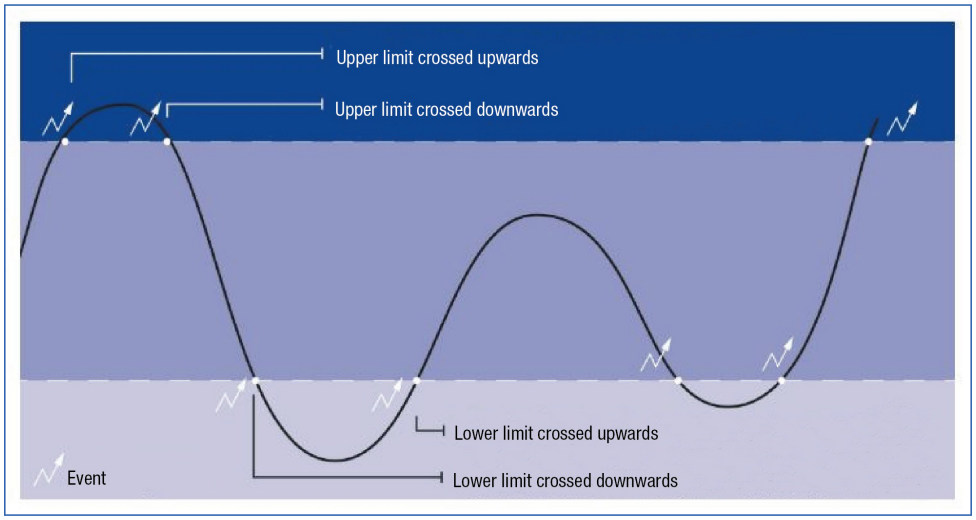

Figura 6.19: Vista grafica dell'interpretazione dei valori limite.
- Selezionare nuovamente il grafico per chiudere la finestra (Figura 6.19).